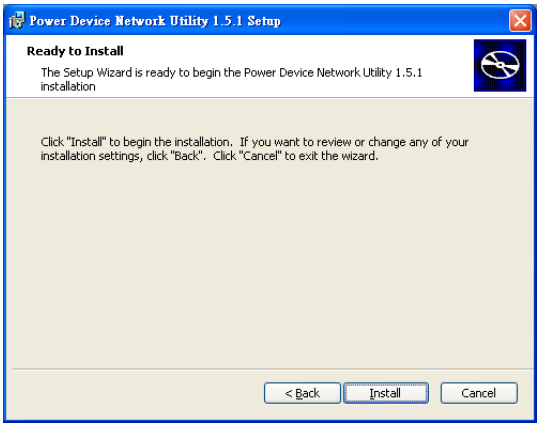

Figure 3.
Step 4. Select Install to comfirm the settings and install (Shown in Figure 3.).